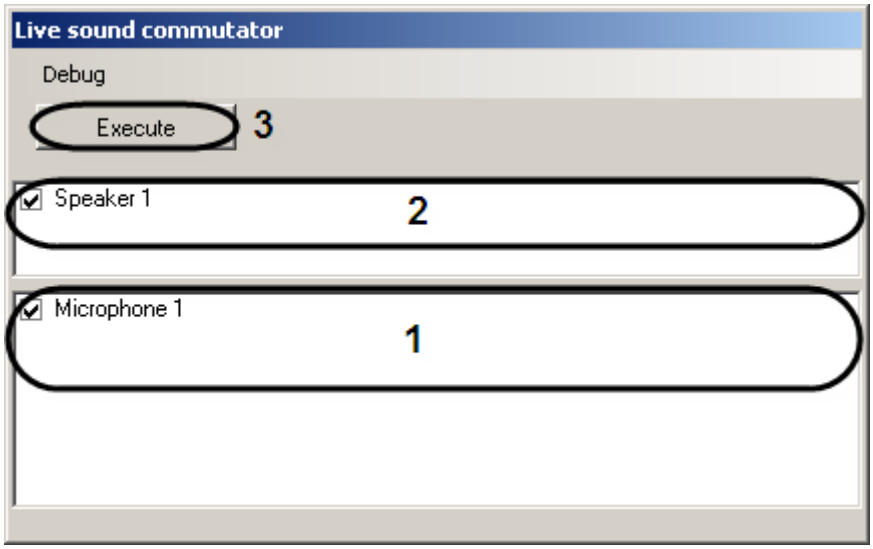

Figure 8.8-29. The dialog box of the «Live sound commutator» object
Working with the «Live sound switch» object is carried out in the dialog (Figure 8.8-29) the following way:
1. Set the check boxes against the microphones from which you want to receive the sound (Figure 8.8-29, 1).
2. Set the check boxes against the speakers on wich the sound should be played (Figure 8.8-29, 2).
3. Click «Execute» (Figure 8.8-29, 3).